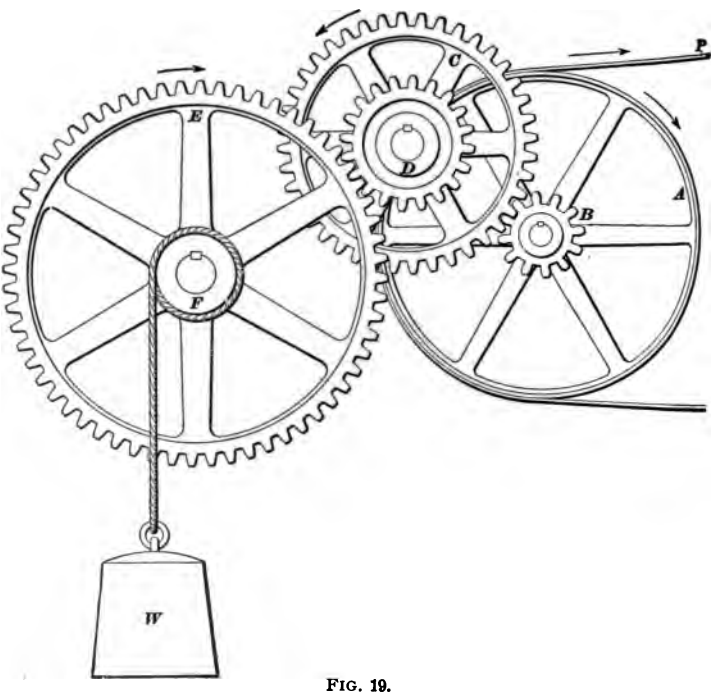

FIG. 19.
39. A combination of wheels and axles, as in Fig. 19, is called a train. The wheel in a train to which motion is imparted from a wheel on another shaft, by such means as a belt or gearing, is called the **driven wheel** or **follower**; the wheel that imparts the motion is called the **driver.**
EXAMPLE.—If the radius of the pulley A, Fig. 19, is 20 inches, of C 15 inches, and of E 24 inches, and the radius of the drum F is 4 inches, of the pinion D 5 inches, and of the pinion B 4 inches, how great a weight will a force of 1 pound applied at P raise?
EXAMPLE.—The radius of the pulley A, Fig. 19, is 40 inches and that of F is 12 inches. The number of teeth in B is 9, in C 27, in D 12, and in E 36. If the weight to be lifted is 1,800 pounds, how great a force at P is it necessary to apply to the belt?